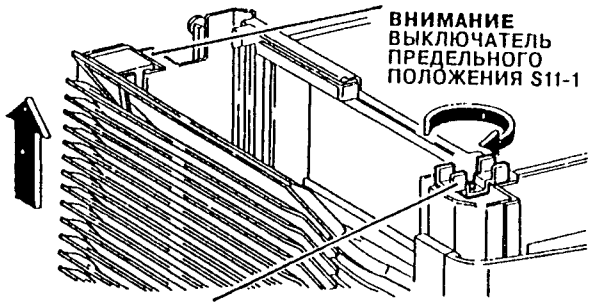

Рис. 1. Ручное проворачивание ячеек
3. Выполните этот пункт только в том случае, если ячейки не поднимаются при выполнении пункта 2 (Рис. 1). Вручную проверните ячейки в высшее положение. Смотрите пункт CP 1 «Процедура ручного проворачивания сортера/автоматического сшивателя» в главе 6 «Общие процедуры».